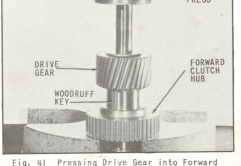

Fig. 41 Pressing Drive Gear into Forward Clutch Hub
34. Place the forward clutch hub on a suitable support placed on an arbor press in the position shown in (Fig. 41).
35. Assemble Woodruff key in the keyway provided on the drive gear, (Fig. 41).
37. Install the drive gear and Woodruff key squarely into the forward clutch hub, being careful to align the Woodruff key with the mating keyway in the forward clutch hub,(Fig. 41). Press the drive gear into the forward clutch hub until the gear "bottoms" on the face of the forward clutch hub and the groove for the snap ring is fully uncovered.